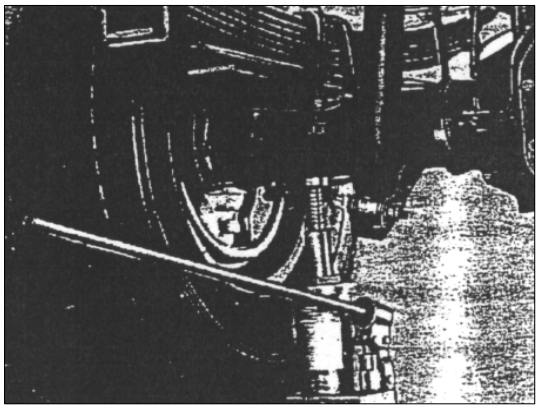

РИС. 306
6) Чуть ослабьте гайки задних колёс и поднимите задний мост домкратом. Установите домкрат под рессорными подушками заднего моста (см. рис.306).